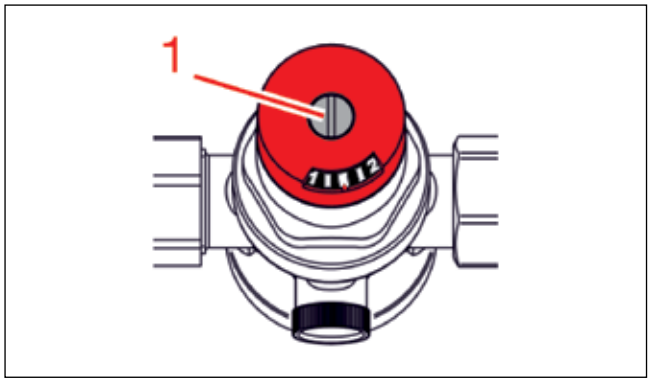

Figure 16: Pressure reducing valve at the MCC-N1
Loosen the fixing screw (1) and set the pressure reducing valve to 1.5 bar - max. 2.0 bar. Then tighten the screw again to fix the setting of the pressure reducing valve (fig. 16).